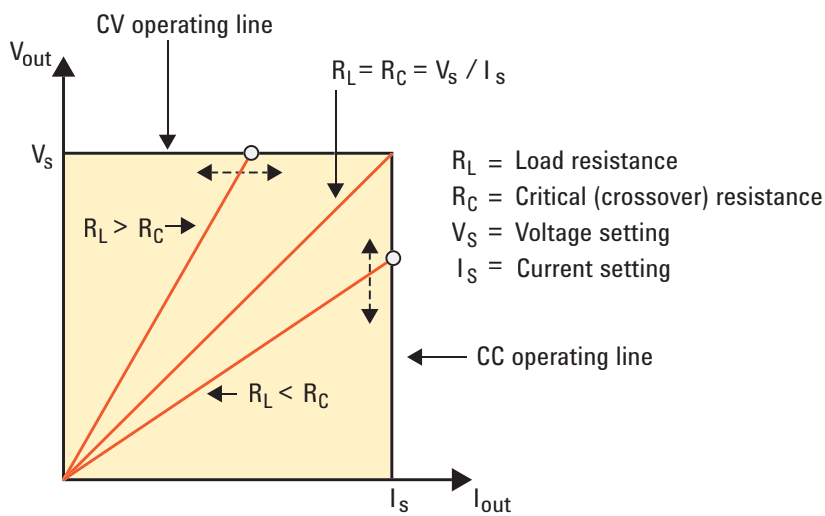

Figure 1: Power supply output characteristic
A power supply will operate in constant voltage (CV) mode provided the load does not require more current than the current limit setting. Based on Ohm's law, $V = I \times R$, maintaining a constant voltage while changing the load resistance requires the current to increase or decrease. As long as the current draw $I_{out} = V_S/R_L$ is less than the current limit setting, the power supply regulates the output at the voltage setting. In Figure 1, the power supply will operate on the horizontal line V_S with $I_{out} = V_S/R_L$.
If the load resistance decreases, such as when a DUT component fails, and the load resistance, R_L, is less than R_C, where R_C is the ratio of the power supply voltage setting to the current limit setting, the power supply will regulate the current instead. Again, Ohm's law dictates a change in voltage if the current stays constant at the current limit setting. This operating mode is known as constant current (CC). In Figure 1, the power supply will operate on the vertical line I_S with $V_{out} = I_S \times R_L$.
- The load resistance is R_C, the value at which the output will crossover from CV to CC, or CC to CV (see Figure 1).